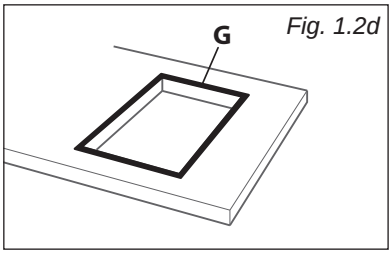

Fig. 1.2d
- Models in fig. 1.1, 1.2, 1.3, 1.5, 1.9, 1.10, 1.11 of page 25, 26: stretch gasket "**G**" over the edge of the hole made, being careful to overlay the junction edges (fig. 1.2d, 1.2e).